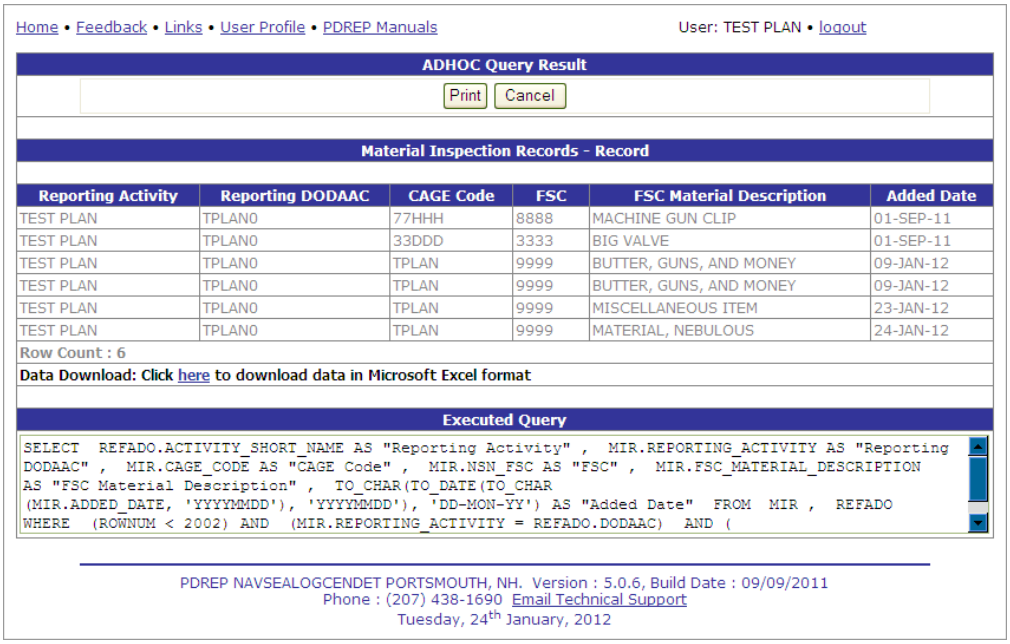

Figure 6.9
l. Click the Run Query button to execute the query, or the Reset button to clear the chosen parameters. A sample result is shown in Figure 6.9